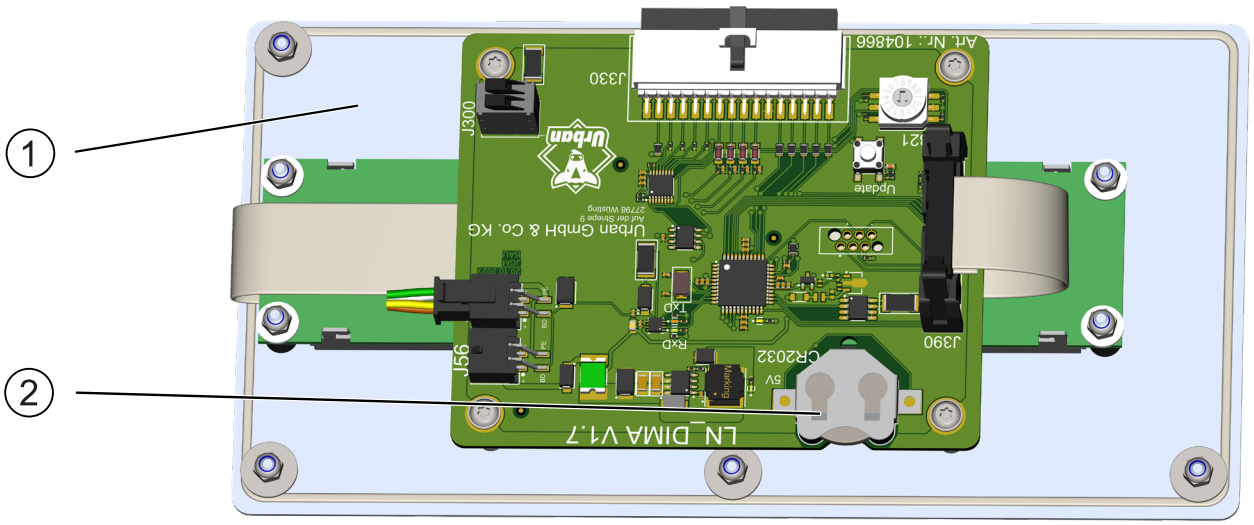

Imagen 31: Recambio de la pila de la fecha/hora
Si la pantalla indica una fecha y hora erróneas, ① debe sustituirse la pila ② de la placa de circuitos impresos situada en la parte inferior del panel de control (véase Imagen 31 “Recambio de la pila de la fecha/hora”, en la página 87).